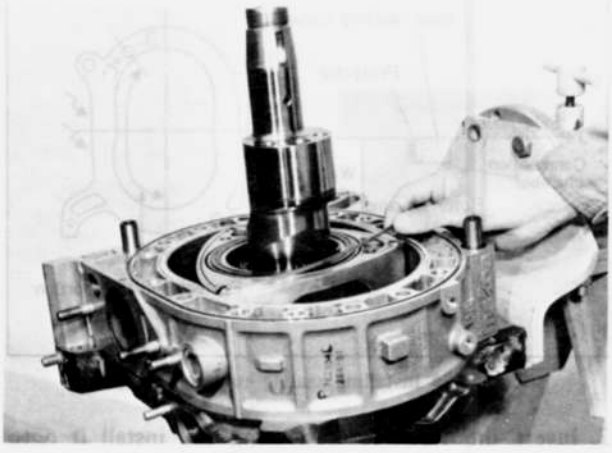

Fig. 1–67 Installing side seal
4. Fit the each side piece to its original position. And confirm that the spring should be set correctly on the side piece as shown in Fig. 1–66.